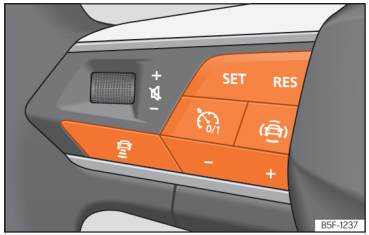

Abb. 102 Am Multifunktionslenkrad: Tasten zur ACC-Bedienung.
- Taste am Multifunktionslenkrad drücken ››› (Abb. 102).
- Taste **SET** drücken, um die Regelung zu starten ››› (Abb. 102).
Um die Geschwindigkeit zu programmieren, drücken Sie die Tasten + oder – ››› (Abb. 102) bis zur gewünschten Geschwindigkeit. Die Einstellung der Geschwindigkeit erfolgt in Schritten von 10 km/h (5 mph).
- Taste und dann Taste + oder – ››› (Abb. 102) drücken.
- Taste ››› (Abb. 102) kurz drücken oder Bremspedal treten.